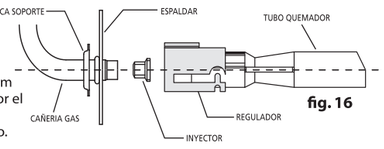

fig. 16
3. Con una llave de copa o dado de 7 mm (9/32") retire el inyector y sustitúyalo por el correspondiente **(fig. 16).**